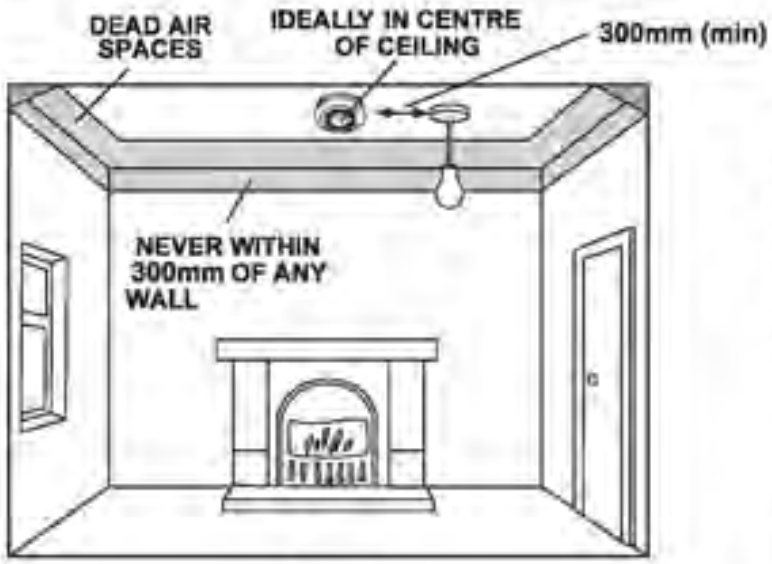

Fig 2
- At least 300mm away from walls (see Figure 2)